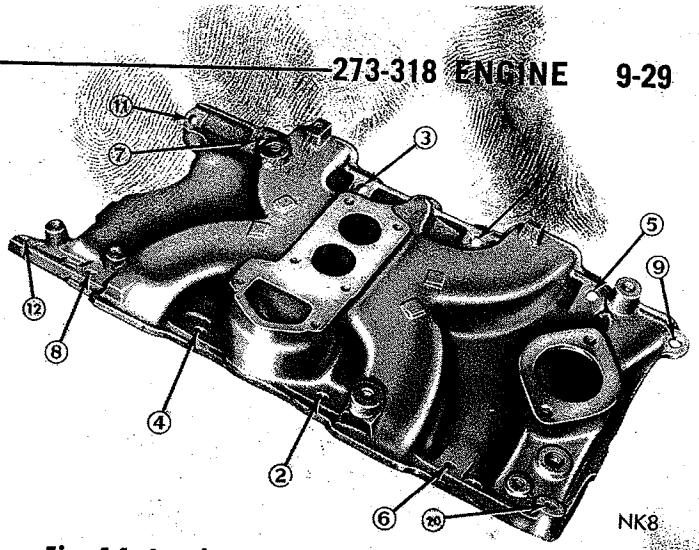

*Fig. 14—Intake Manifold Tightening Sequence (273 Cubic Inch)*
(9) Coat intake manifold gaskets and side seals with number 1057794 sealer or equivalent. Install intake manifold gaskets with the bead down and end seals locked in the tangs of head gasket. Add a drop of sealer in the "V" notches of side seals after installation.
(10) (a) On **273 Cubic Inch Engine** position intake manifold on engine and install the twelve attaching cap screws "Finger Tight" in the tightening sequence shown in Figure 14. Tighten cap screws one through four to 60 inch-pounds and tighten remaining cap screws to 60 inch-pounds, then retighten cap screws one through four to 270 inch-pounds and follow by retightening the remaining cap screws to 270 inch-pounds in sequence shown.